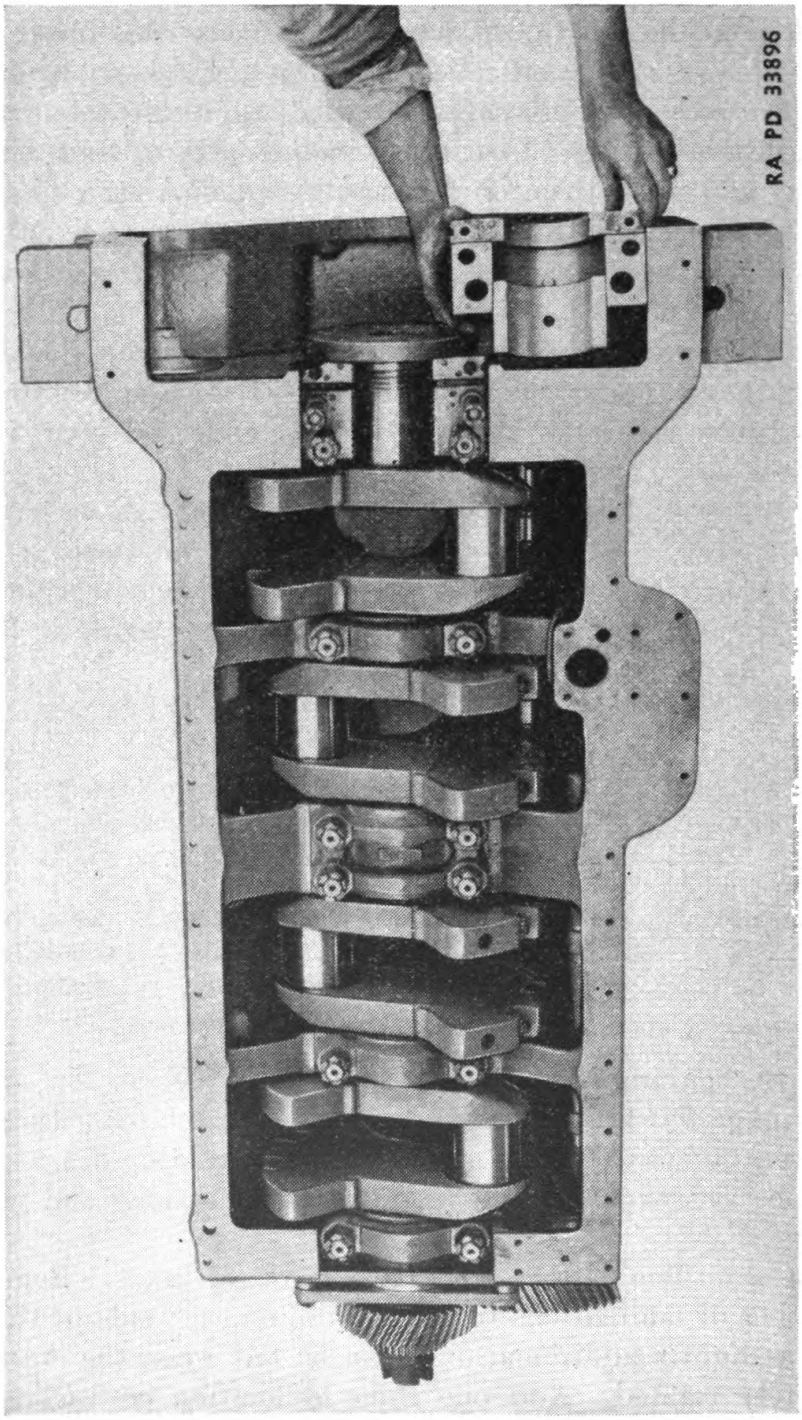

FIGURE 34.—Replacing bearing shell.
(3) (*a*) Remove crankshaft, old bearings, and oil filter base, and flush all oil passages in the engine thoroughly. It is important that the bearing shells (fig. 34), the bearing bores in the block, and the caps be cleaned of all foreign material or burs. Do not apply oil to the crankshaft or bearings until after the shells have been pressed into place.